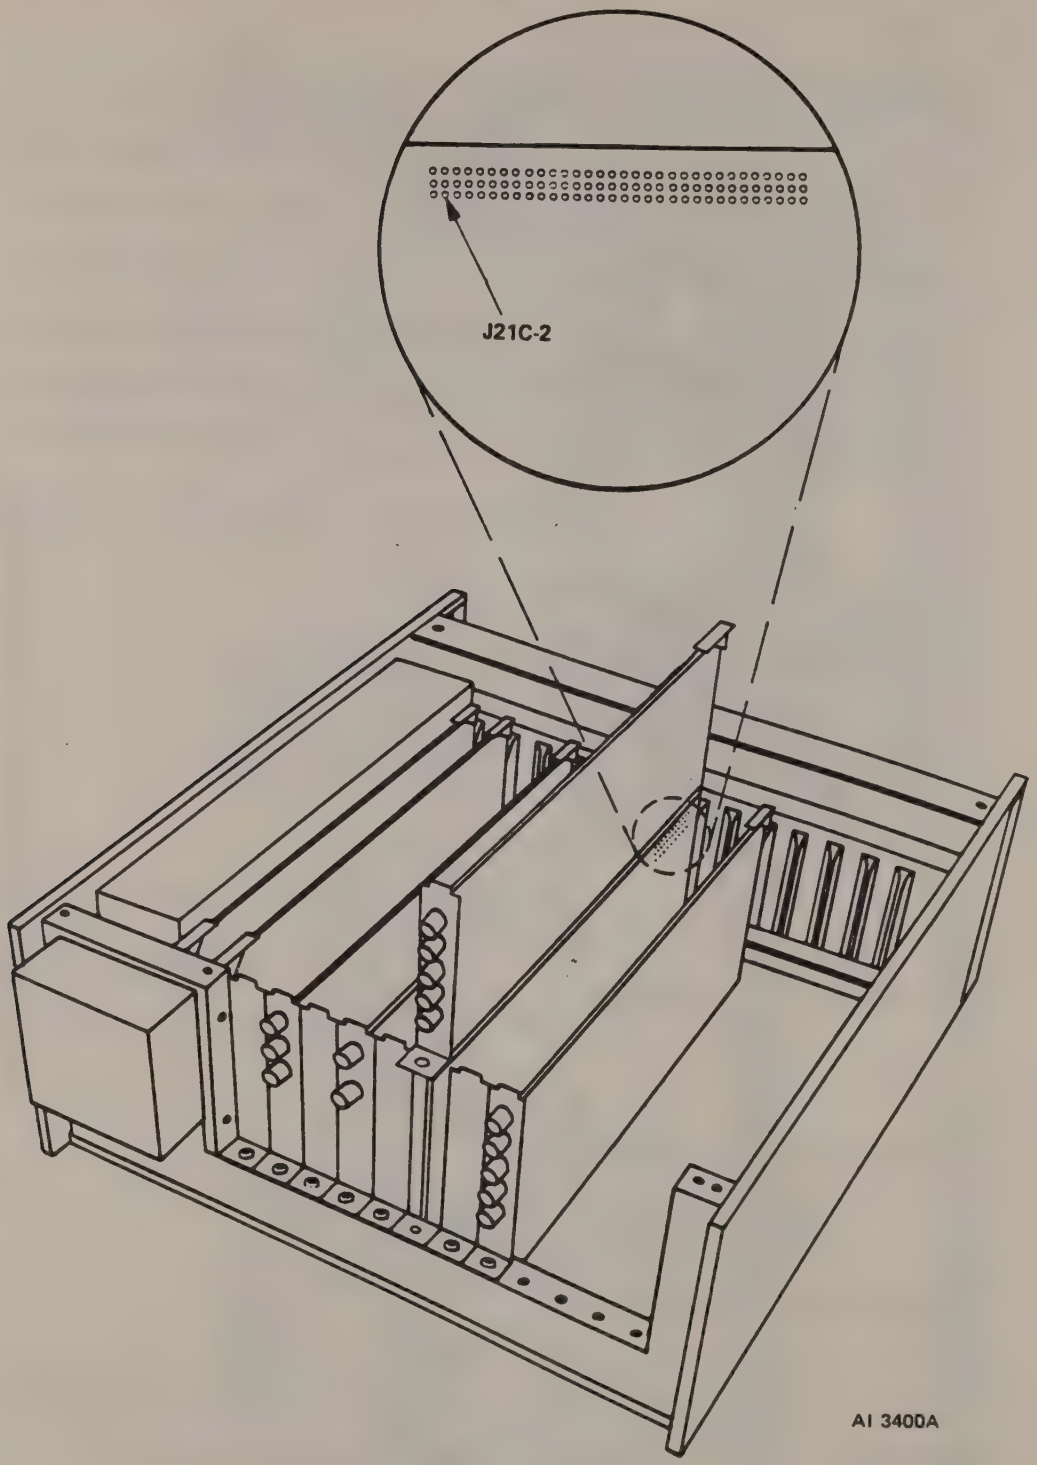

Figure 3.79. DS3 Two-point Card Supply Voltages
3. Check for supply voltages of +5 volts dc at connector J21, row C, pin 2, see Figure 3.79.